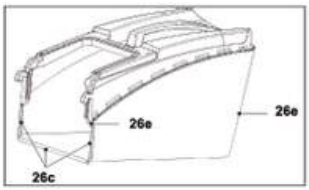

rys. 4
1. Przymocuj gumowe klipsy (26c) do pręta (26e), jeśli nie są wstępnie zamontowane (rys. 4).
2. Kosz na trawę (26) jest teraz gotowy do użycia (rys. 4).